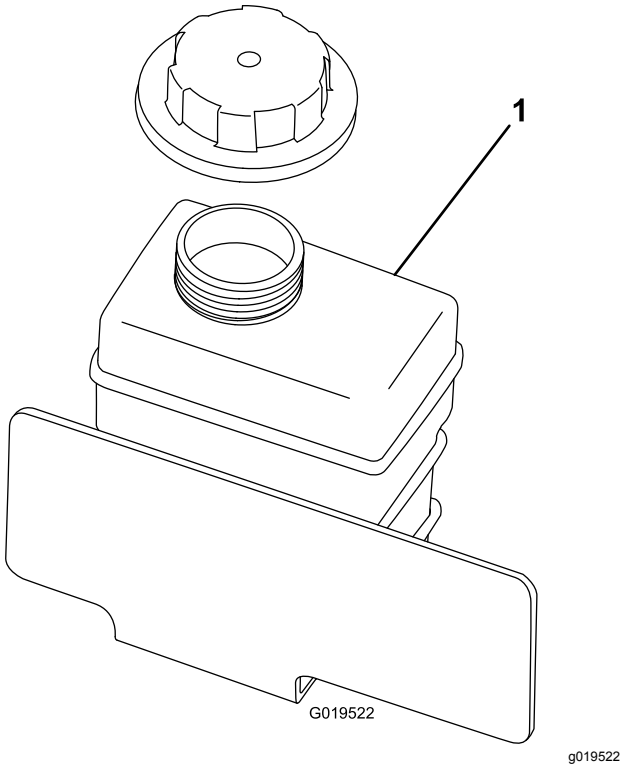

Figur 67
4. Kontroller kølervæskestanden i reservetanken (Figur 67).